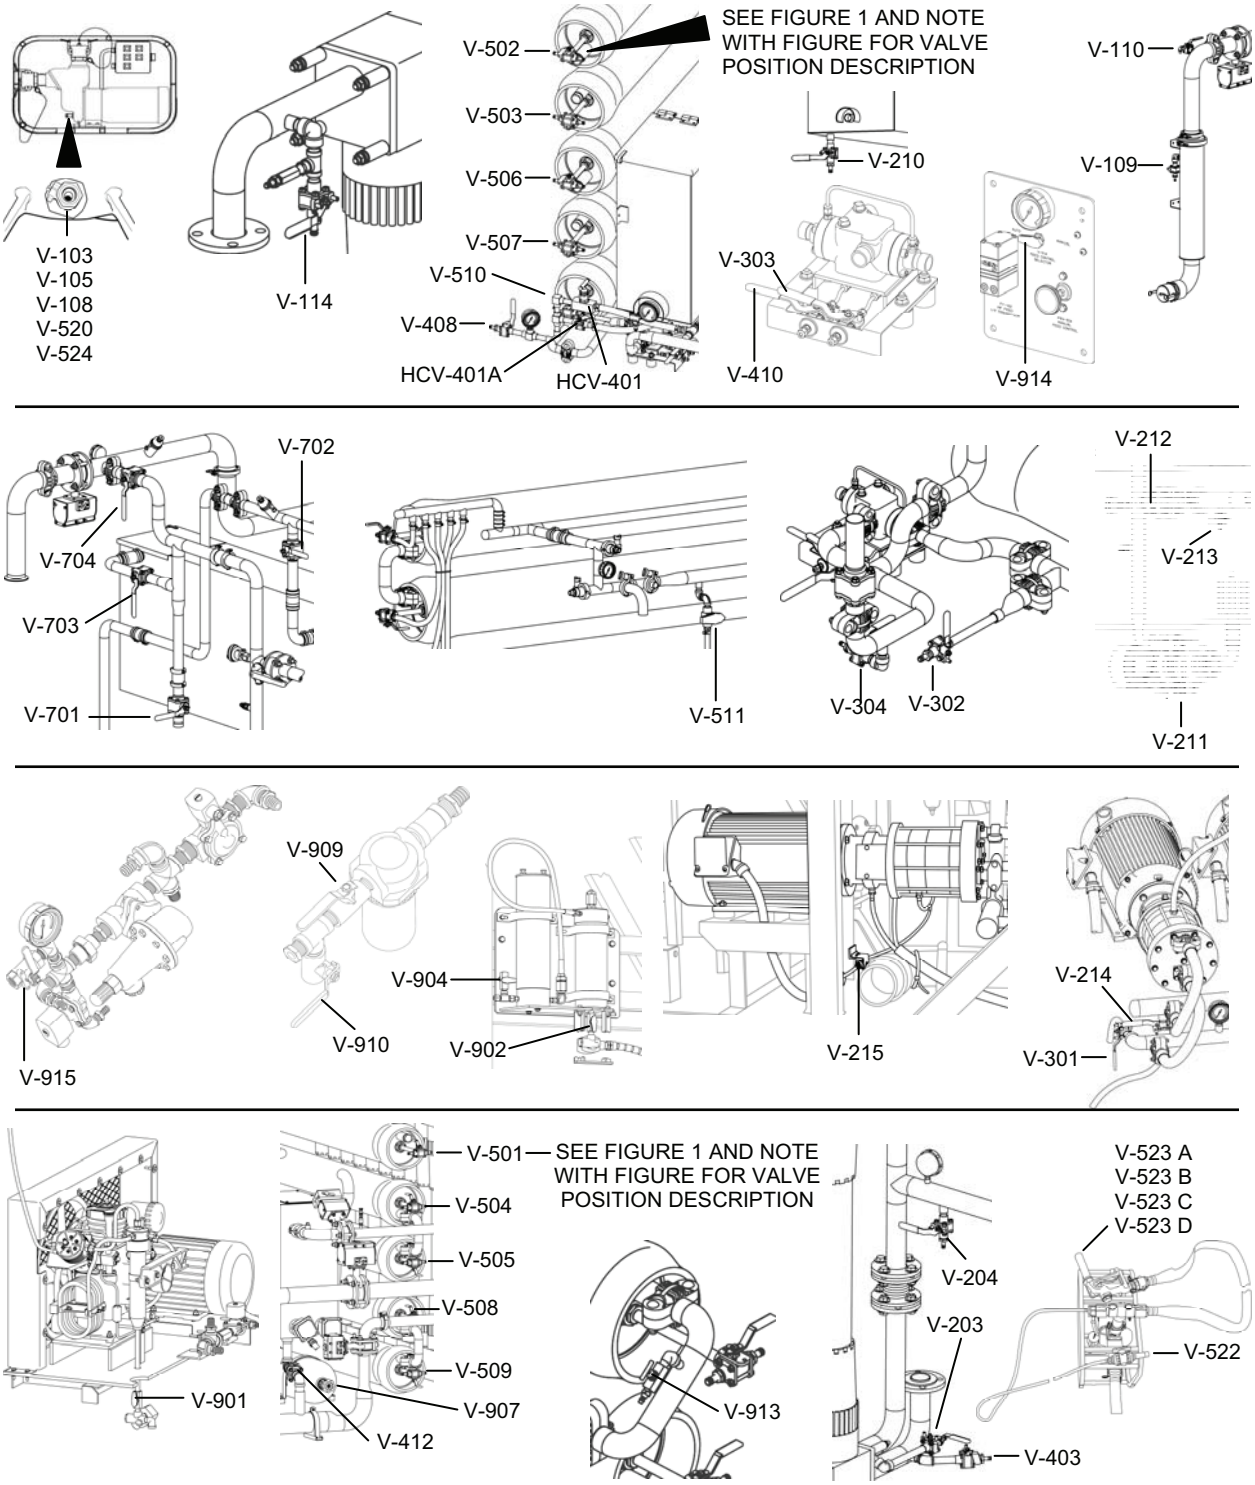

Figure 2. Location of Valves for Start-Up.
2. After the draining is completed, using **Table 1** and Figure 2, return all valves to the indicated start-up position.
5. Using **Table 1** and Figure 2, return all valves to the indicated start-up position.